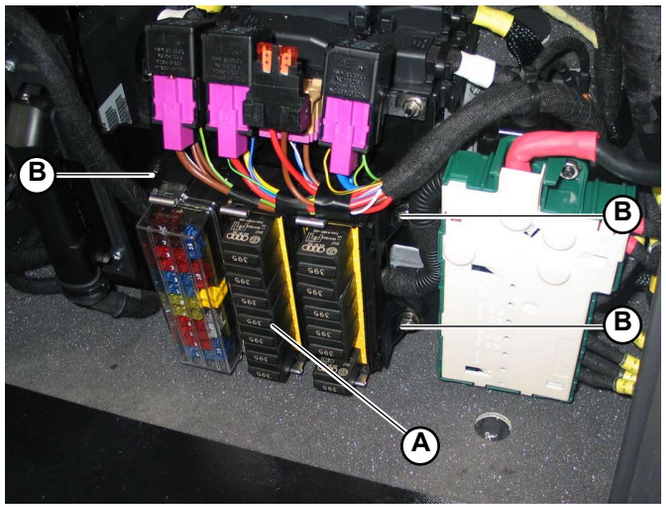

Fig.3
1. Disconnect fuse box no. 3 (**A-Fig.3**) from the fixing bracket by unscrewing the 4 side fixing screws (**B-Fig.3**).